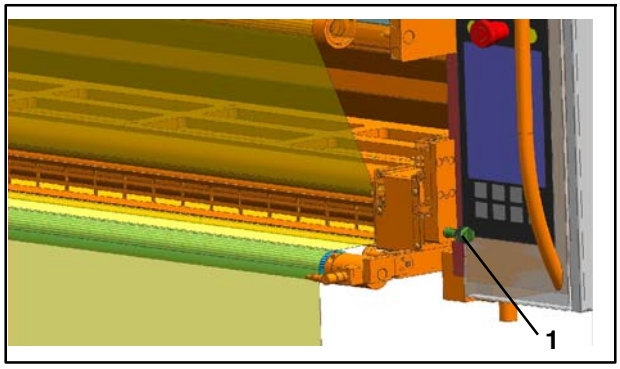

Fig. 43 Goujon d'arrêt côté enrouleur
19. Insérer la cassette côté enrouleur jusqu'en butée en position de travail, en maintenant le goujon d'arrêt (Fig. 43/1) tiré et en le relâchant seulement lorsque la cassette se trouve en position de travail, chercher le cas échéant la position de travail